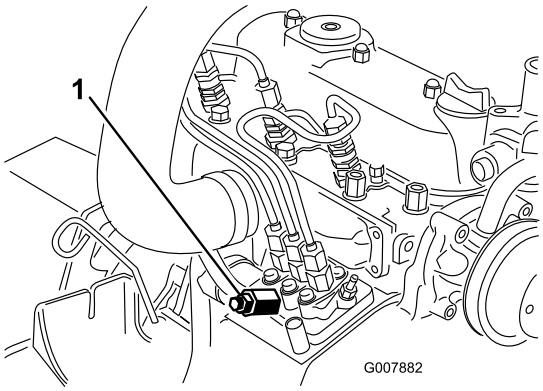

Figuur 40
3. Leg een doek onder de ontluchtschroef op de brandstofinjectiepomp en draai deze open (Figuur 40).